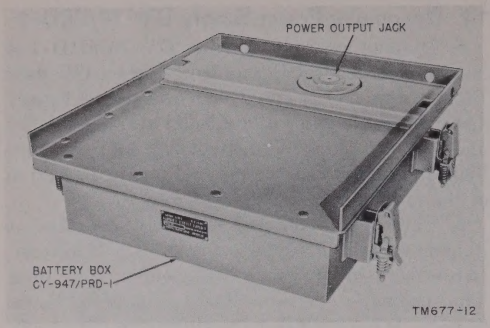

Figure 12. Battery Box CY–947/PRD–1.
a. Battery Box CY–947/PRD–1 (fig. 12) is used to furnish power in place of the dynamotor-power supply. The unit has no operating controls. A wiring diagram is shown in figure 82. The dimensions, volume, and weight of the unit are given in paragraph 9.